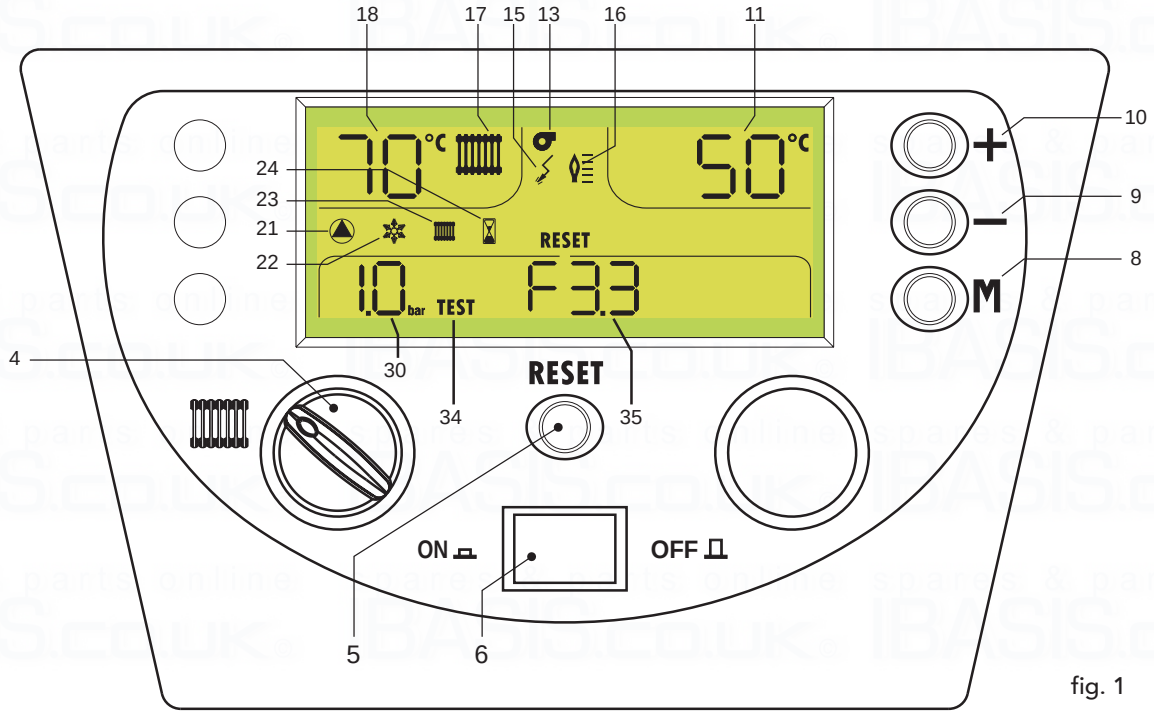

fig. 1
To reset the boiler, press Reset (5 - fig. 1).
- Press the ON/OFF key in to turn on boiler (see fig. 1 Item 6).
Press the ON/OFF key (see fig. 1 Item 6).
If together with the fault the display also shows RESET, the user must reset boiler operation by pressing the key RESET (5 - fig. 1). The ignition cycle will thus be repeated.